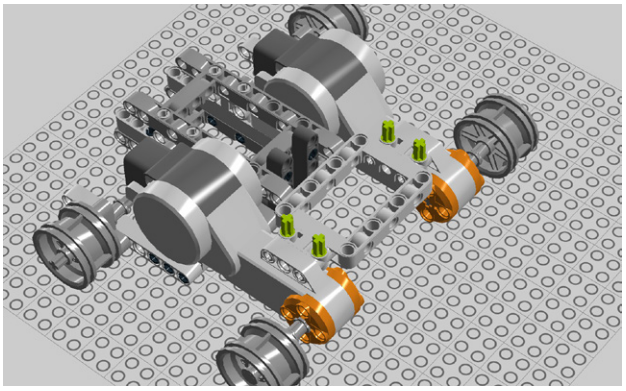

Figure 7-44. *Step 37: Adding four cross connectors*
37. Add four cross connectors as shown in Figure 7-44.